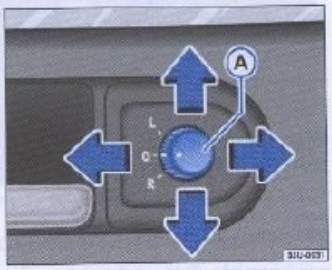

Fig. 74 Detalle de la puerta del conductor: botón de la regulación eléctrica de los espejos externos
Los espejos retrovisores externos pueden ser regulados con el encendido conectado, moviéndose el interruptor [32] localizado en el revestimiento de la puerta ⇒ fig. 74.
1. Gire el botón Ⓐ ⇒ fig. 74 a la posición Ⓛ (**espejo externo de la izquierda**).
3. Gire el botón Ⓐ ⇒ fig. 74 a la posición Ⓡ (**espejo externo de la derecha**).
5. Después del ajuste de los espejos, retorne el botón Ⓐ a la posición de reposo Ⓞ ⇒ fig. 74.